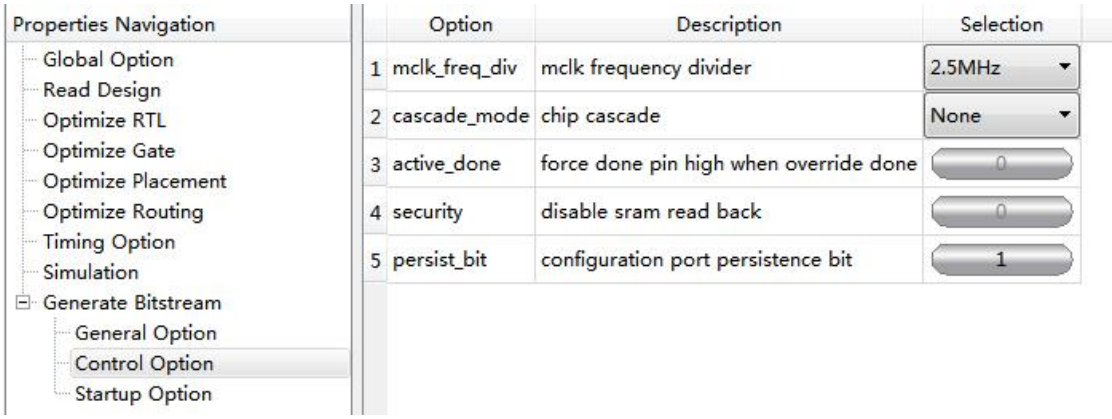

图 9 内置 flash 使用开关选项
1、Anlogic TD 软件选项，默认为禁止用户自行使用内置 FLASH，如图 9 内置 flash 使用开关选项所示，General Bitstream—>Control Option—>persist_bit 默认为 1，此时生成的控制器不能对 flash 读写。将 persist_bit 改为 0，可以正常读写 flash。